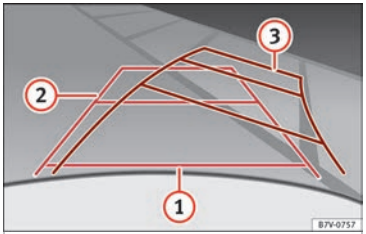

Bild 216 Display: orienteringslinjer för parkeringsplatsen bakom bilen
Innebörd av orienteringslinjerna som visas på skärmen ››› **bild 216**. Alla längder på orienteringslinjerna har ett fordon på en horisontell yta som referens.
- Backa långsamt och vrid ratten så att de gula orienteringslinjerna leder dig mot parkeringsplatsen ››› **bild 216** (3).